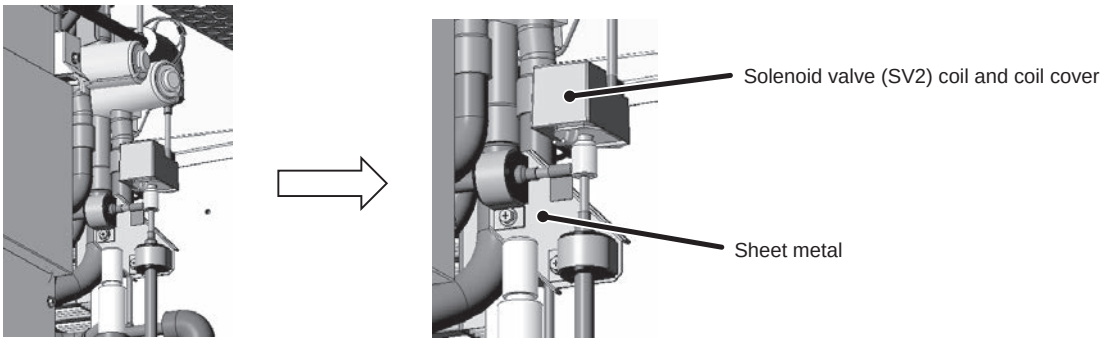

Figure 3
(2) Remove the coils (four-way valves (21S4a and 21S4b) and solenoid valve (SV2)), coil cover, wiring, and sheet metal. (See Figure 3.)